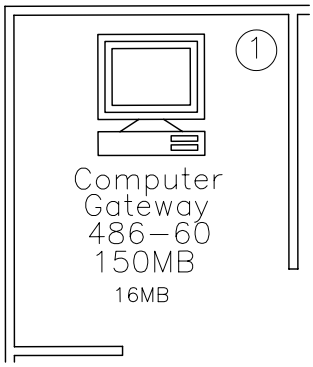

Figure 17-49 *Zoomed view of the first computer*
1. Open the drawing created in Example 2. The drawing has six blocks with attributes. The name of the block is **COMP** and has five defined attributes. One of the attributes is invisible. Zoom in the drawing so that the first computer is displayed on the screen, refer to Figure 17-49.